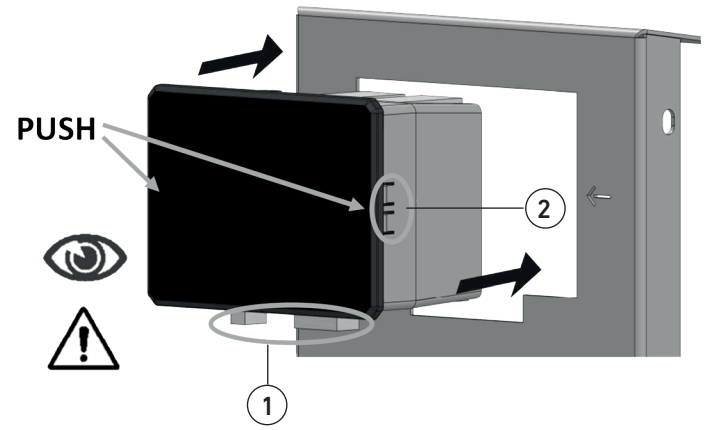

fig. 23
- Make a correct connection of the device (DO NOT invert the connectors, respect the connections given by the manufacturer) and pay attention to the direction that the control unit must have to enter the seat (fig. 23 part.1);
- To insert the component in place press on the side edges of the control unit near the arrows, as shown in fig. 23. When the component has arrived to beat the side teeth (fig. 23 part.2) will emit a 'click' indicating the correct anchorage to the sheet metal.